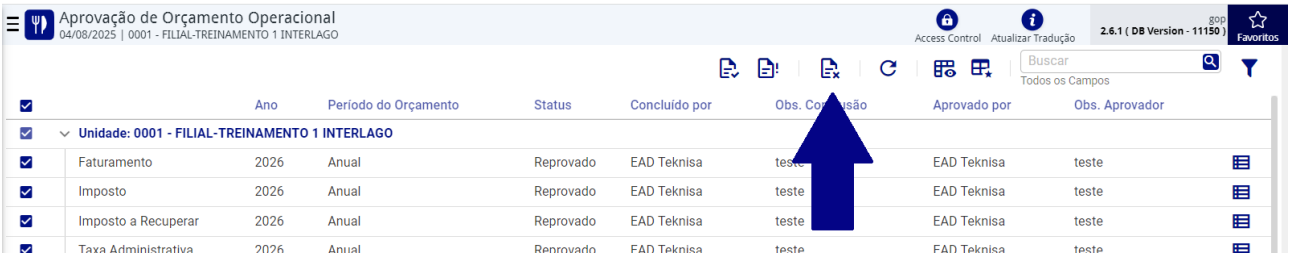

Figura 407: Cancelar Aprovação
- **Procedimento:** Selecione o(s) item(ns) com status **"Aprovado"**, clique em **Cancelar Aprovação** (Figura 407) e confirme a operação.